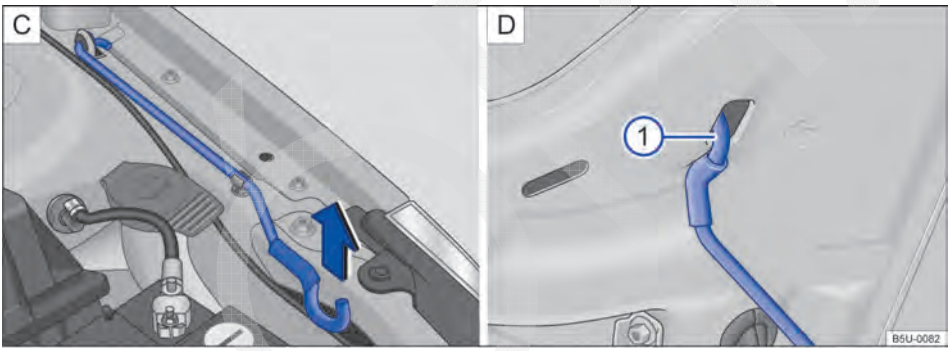

Fig. 123 C Haste de sustentação da tampa do compartimento do motor. D Tampa do compartimento do motor apoiada na haste de sustentação.
– Retirar a haste de sustentação do suporte no sentido da seta → Fig. 123 C e posicioná-la na abertura na tampa do compartimento do motor → Fig. 123 ① D. ▶
– Retirar a haste de sustentação do furo → Fig. 123 ① D e encaixá-la no suporte do fecho → Fig. 123 C.